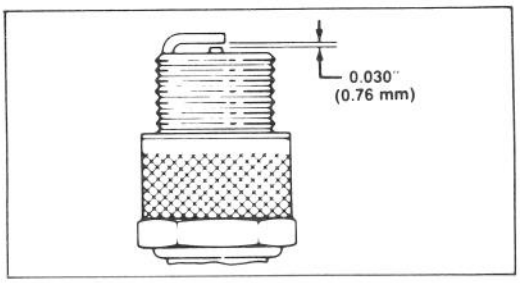

Abbildung 31
3. Den Elektrodenabstand der neuen Zündkerze auf 0,76 mm einstellen (Abb. 31). Dann die neue Kerze einschrauben und festziehen (Anziehdrehmoment 20,4 N.m).